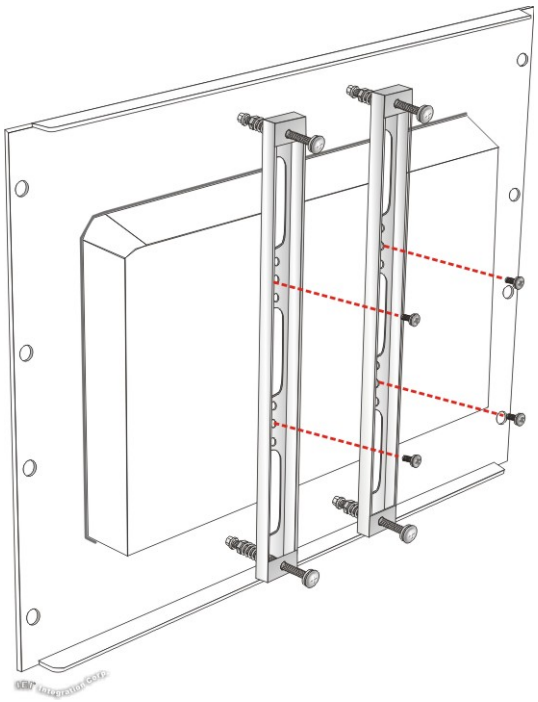

Figure 3-21: Securing Rack Mounting Brackets
Step 5: Secure the two rack mounting brackets to the rear of the panel PC by inserting the four retention screws into the VESA mounting holes and tightening them (**Figure 3-21**).